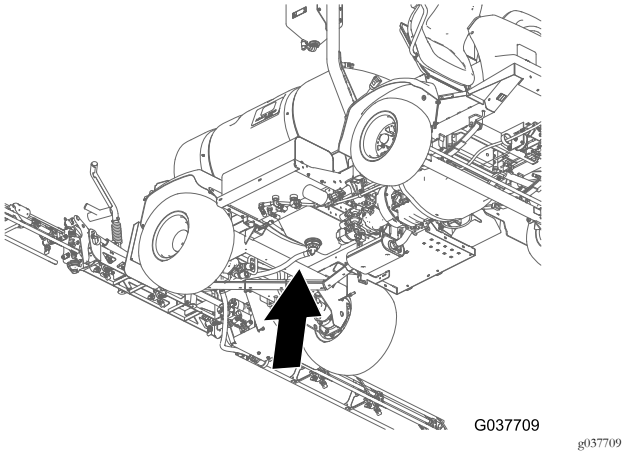
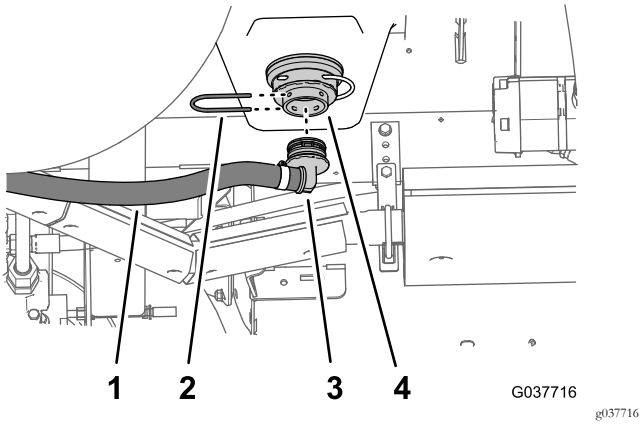

Figura 75
Figura 76
4. Monte el acoplamiento de manguera de 90° de la manguera de vaciado (2,5 cm x 67 cm) en el acoplamiento del adaptador en la parte inferior del depósito de fumigación (Figura 75 y Figura 76).
5. Sujete el acoplamiento manguera de 90° al acoplamiento del adaptador con la horquilla de retención (Figura 76) que retiró en el paso 1 de Retirada de las mangueras de desvío y vaciado (página 15).